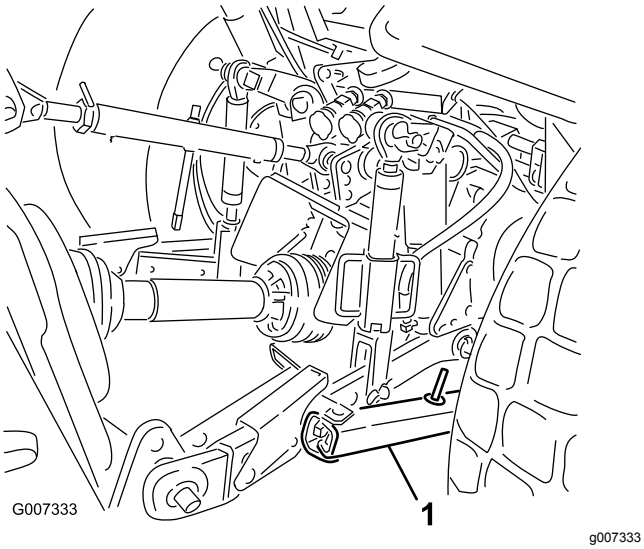

**Figur 28**
1. Juster svingarmene på de nedre løftearmene for å minimere svingningen på tvers til maksimum 25 mm på hver side (Figur 28).